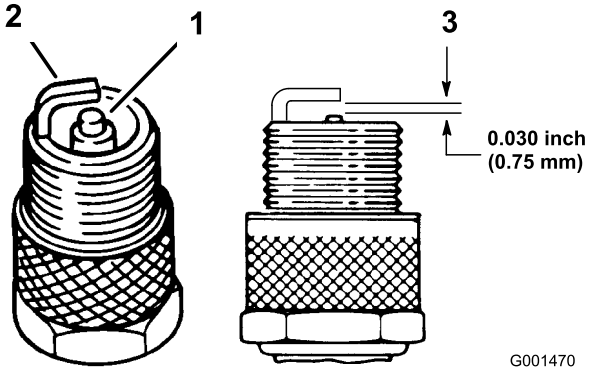

**Figur 30**
3. Kontrollera att sidoelektroden, mittelektroden och mittelektrodsisolatorn inte är skadade (Figur 30).
4. Kontrollera att mellanrummet mellan mitt- och sidoelektroderna är 0,762 mm (Figur 30). Montera tändstiftet med ett gap av rätt storlek och dra åt stiftet till ett moment på 20 Nm.